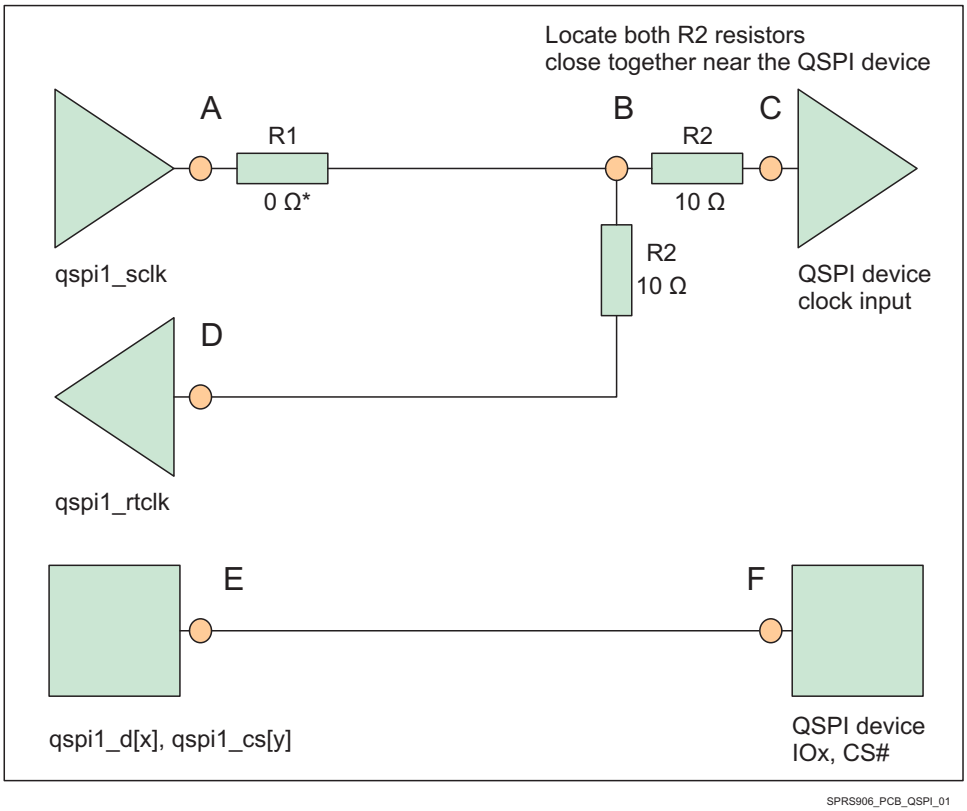

**Figure 8-30. QSPI Interface High Level Schematic**
- 50 Ω PCB routing is recommended along with series terminations, as shown in Figure 8-30.